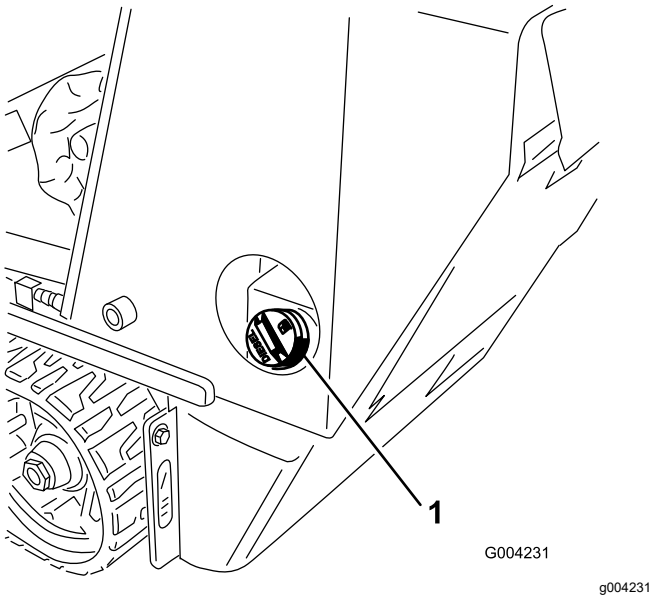

Figura 15
3. Limpie la zona alrededor del tapón del depósito de combustible y retire el tapón (Figura 15).